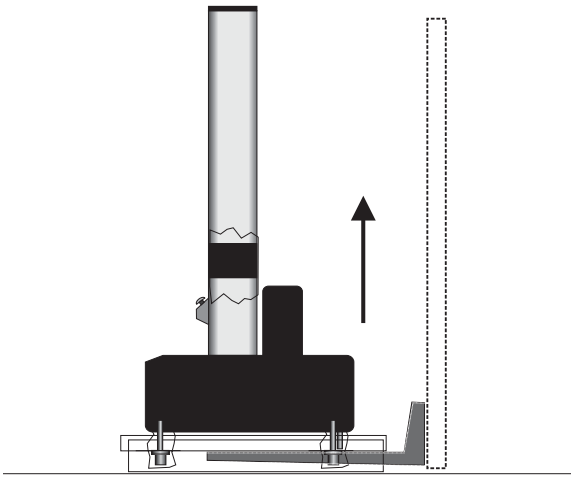

図 11. 輸送用スキッドを使用したフレームの持ち上げ
2. 59 ページの図 11 に示すように、注意して輸送用スキッドの下にフォークを差し込みます。